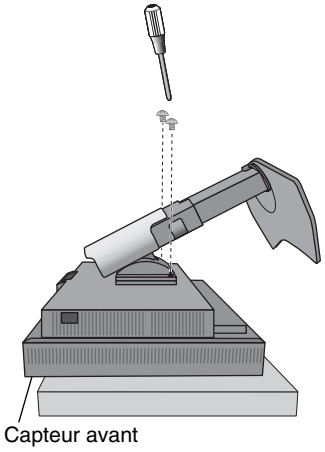

Figure S.2
4. Placez le moniteur face vers le bas sur une surface non abrasive. N'exercez aucune pression sur le capteur avant. Pour cela, posez le moniteur face vers le bas sur un bureau ou une table de telle sorte que le capteur avant soit en-dehors de la surface (**Figure S.2**).
7. Retirez les quatre vis fixant le moniteur au support. Retirez tout d'abord les 2 vis inférieures (**Figure S.2**).